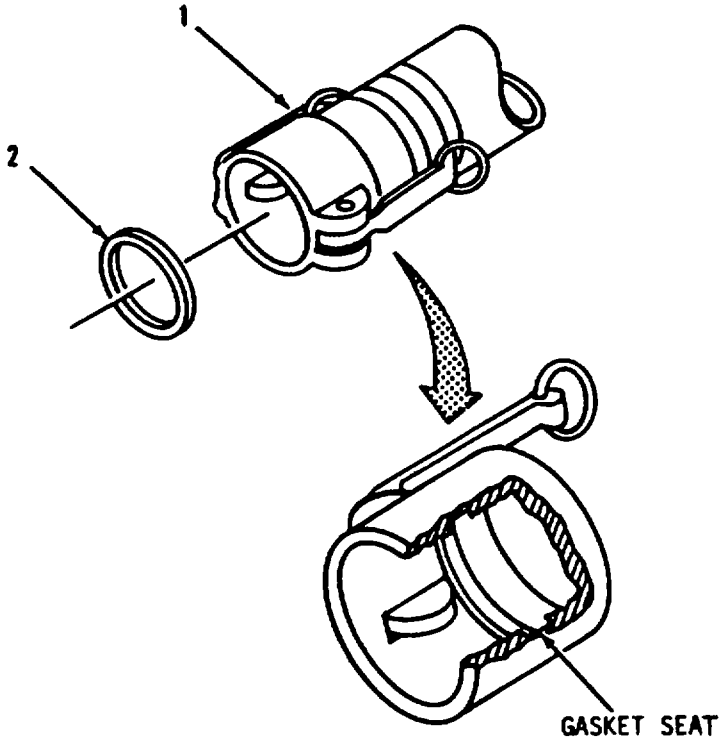

Figure 3-2. Quick Disconnect Repair
a. Removal. Refer to Figure 3-2.
(2) Pull gasket (2) from interior of female coupling (1).
b. Installation. Refer to Figure 3-2.
(1) Using clean wiping rag, remove grit, sand, and dirt from gasket seat inside female coupling (1).
(2) Position replacement gasket (2) in female coupling (1).
(3) Press gasket (2) into gasket seat inside female coupling (1). There will be no ripples or bumps in gasket material when gasket is properly installed.
(4) Connect coupling (1) to water system (para. 2.7c).
(5) Start up water system (para. 2.9c) and test coupling (1) for leaks.